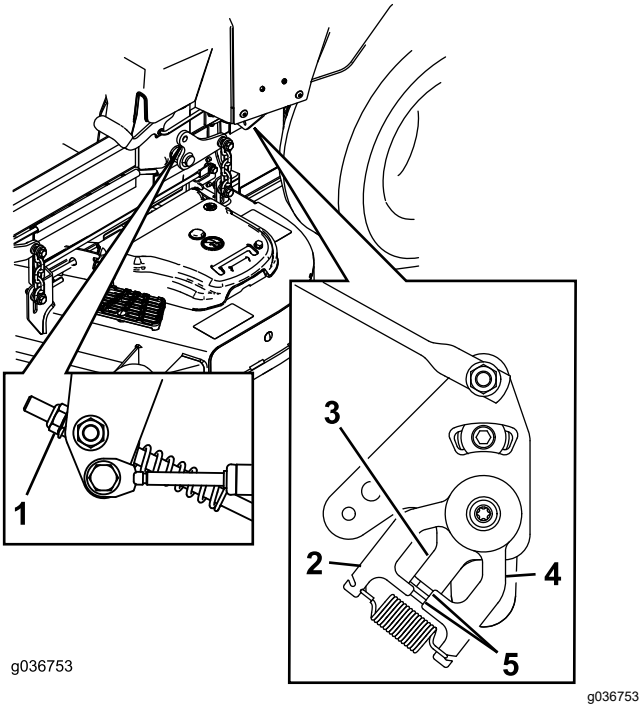

**Figur 68**
11. Juster længden på pumpekontrolstangen ved at dreje møtrikken i den relevante retning, indtil hjulene bevæger sig langsomt baglæns (Figur 68).